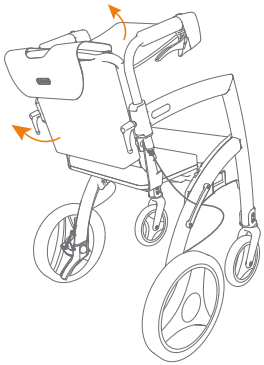
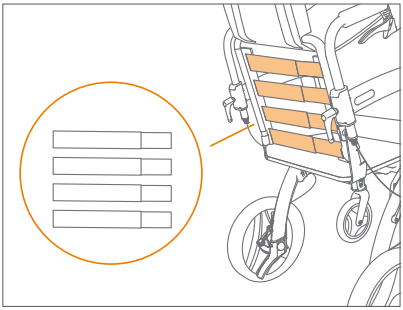

Figuur 43: Afstelbanden vrijmaken.
Figuur 44: Vier instelbare afstelbanden.
b. Trek het klittenband van de achterzijde van het Rollz rolstoelpakket los door de rolstoelpakket-tas vanaf de onderzijde omhoog te trekken. Trek ook de rugbekleding van onderaf naar omhoog **(Figuur 43)**. Nu zijn de afstelbanden duidelijk zichtbaar **(Figuur 44)**.